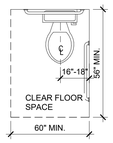

Figure 604.3.1 Clear Floor Space at Water Closets
A. The water closet shall be positioned with a wall or partition to the rear and to one side. The centerline of the water closet shall be 16" minimum and 18" maximum from the side wall or partition, except in an ambulatory accessible toilet compartment where the centerline of the water closet may be 17" minimum and 19" maximum from the side wall or partition. Water closets shall be arranged for a left-hand or right-hand approach. (FIG. 604.3.1, 604.8.2)
A. Clearances around water closets and in toilet compartments shall comply with Figure 604.3.1